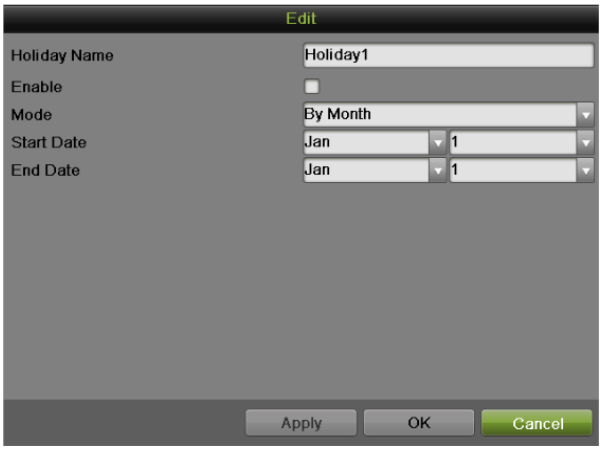

Figure 54 Edit Menu
2. Choose a holiday on the List show on the right. Click to pop up an Edit menu, as shown in Figure 54.